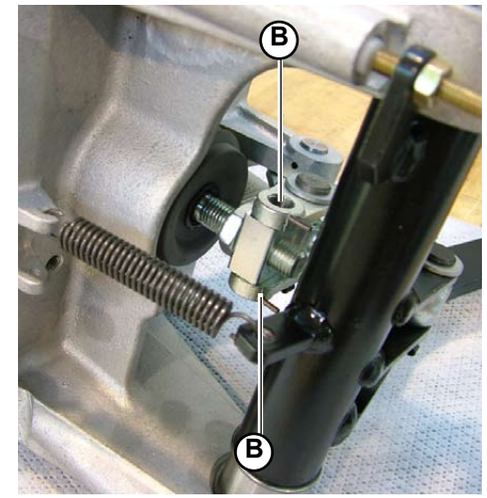

Fig.2
2. Unscrew the two screws, equipped with a mounting pin (**B-Fig.2**), that secure the brake booster to the pedal cluster.